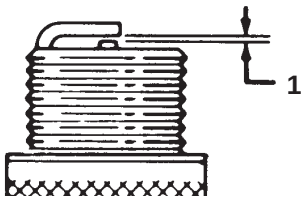

Figur 40
6. Justera gapet mellan elektroderna på tändstiftet till 0,76 mm som framgår av figur 40.